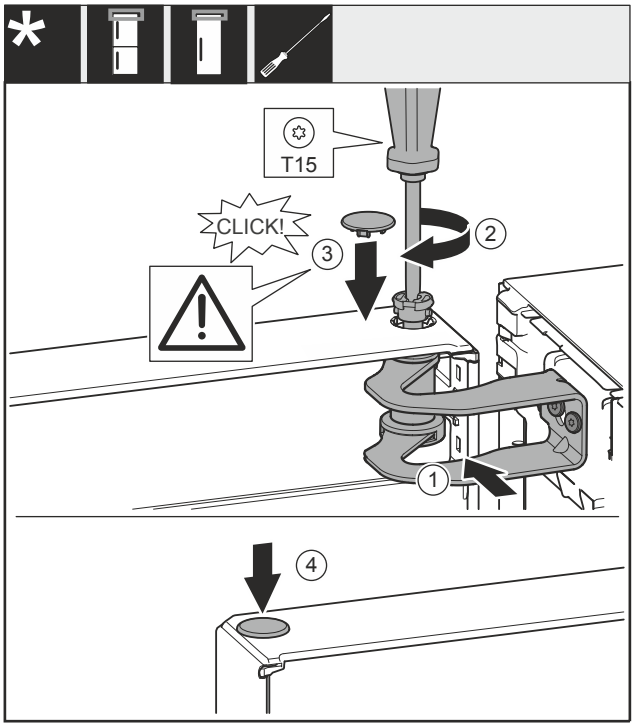

Fig. 59
- ▶ Dveře vyrovnejte s otvorem ve stojanu ložiska *Fig. 59 (1)*.
- ▶ Vložte čep *Fig. 59 (2)* a pevně jej utáhněte šroubovákem.
- ▶ Nasaďte kryt *Fig. 59 (3)*.
- ▶ Zkontrolujte, zda kryt *Fig. 59 (3)* doléhá na dveře.
- ▶ Nasaďte kryt *Fig. 59 (4)*.